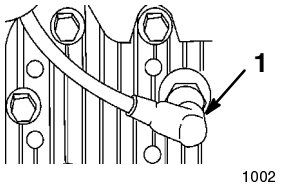

**Figure 6**
1. Disconnect the wire from the spark plug (Fig. 6).